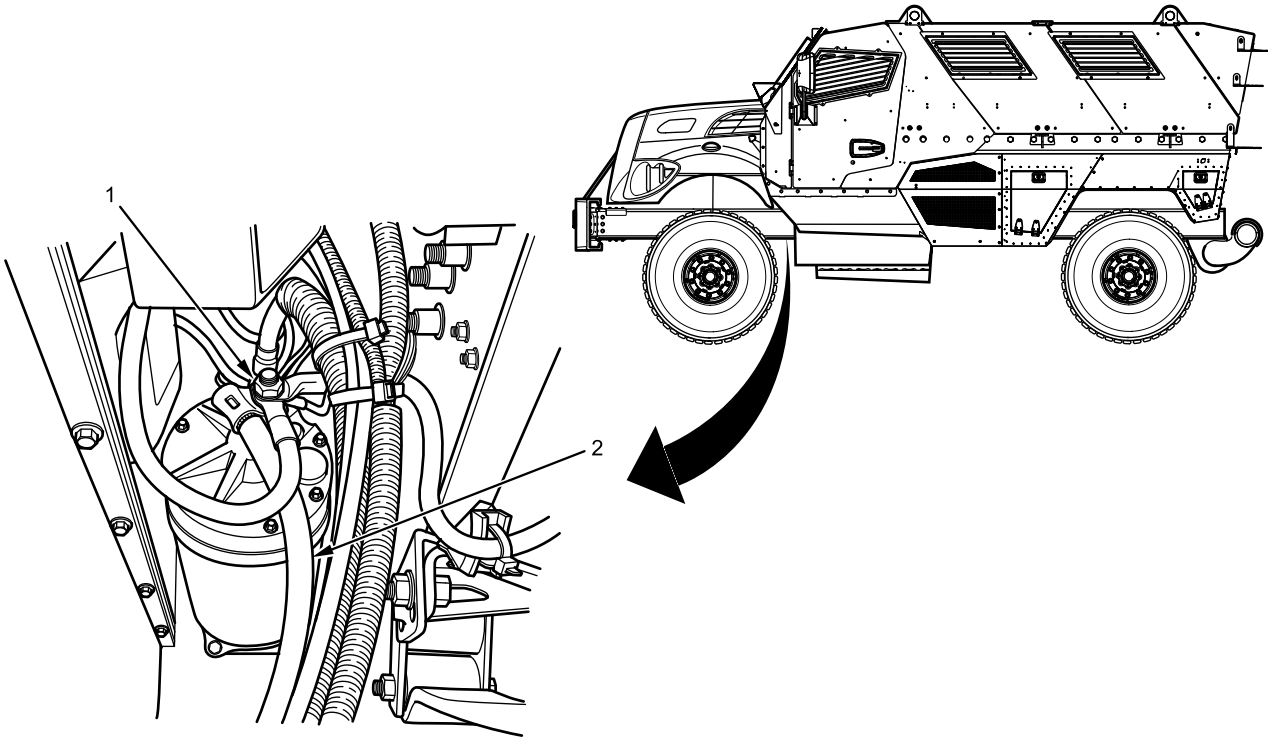

Figure 2. Starter Ground Cable Installation.
2. Install ground cable (Figure 2, Item 2), new lockwasher, and nut (Figure 2, Item 1) on starter. Tighten nut securely.